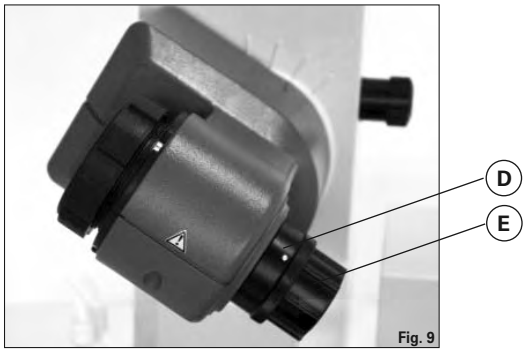

Fig. 9
☞ Abra el inmovilizador del cabezal de accionamiento girando éste 60° en el sentido contrario a las agujas del reloj (D), (fig. 9).
☞ La tuerca de plástico (E) sirve como ayuda de empuje para conexiones esmeriladas del matraz (fig. 9).